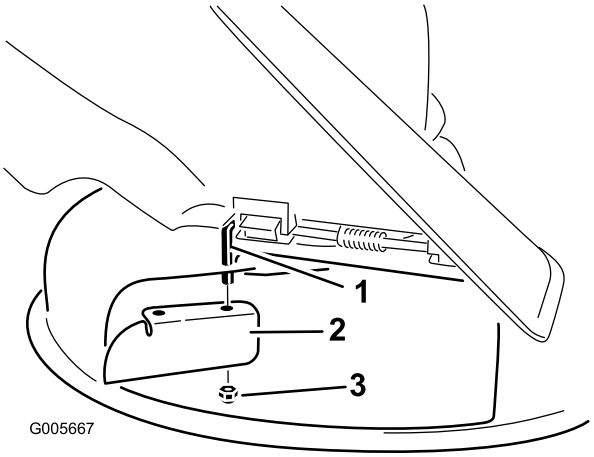

**Figur 29**
6. Monter kantskjermen på den eksponerte dreiestangen (Figur 29). Bruk eksisterende tynn mutter (3/8 tomme) for å feste skjermen til gressklipperen.